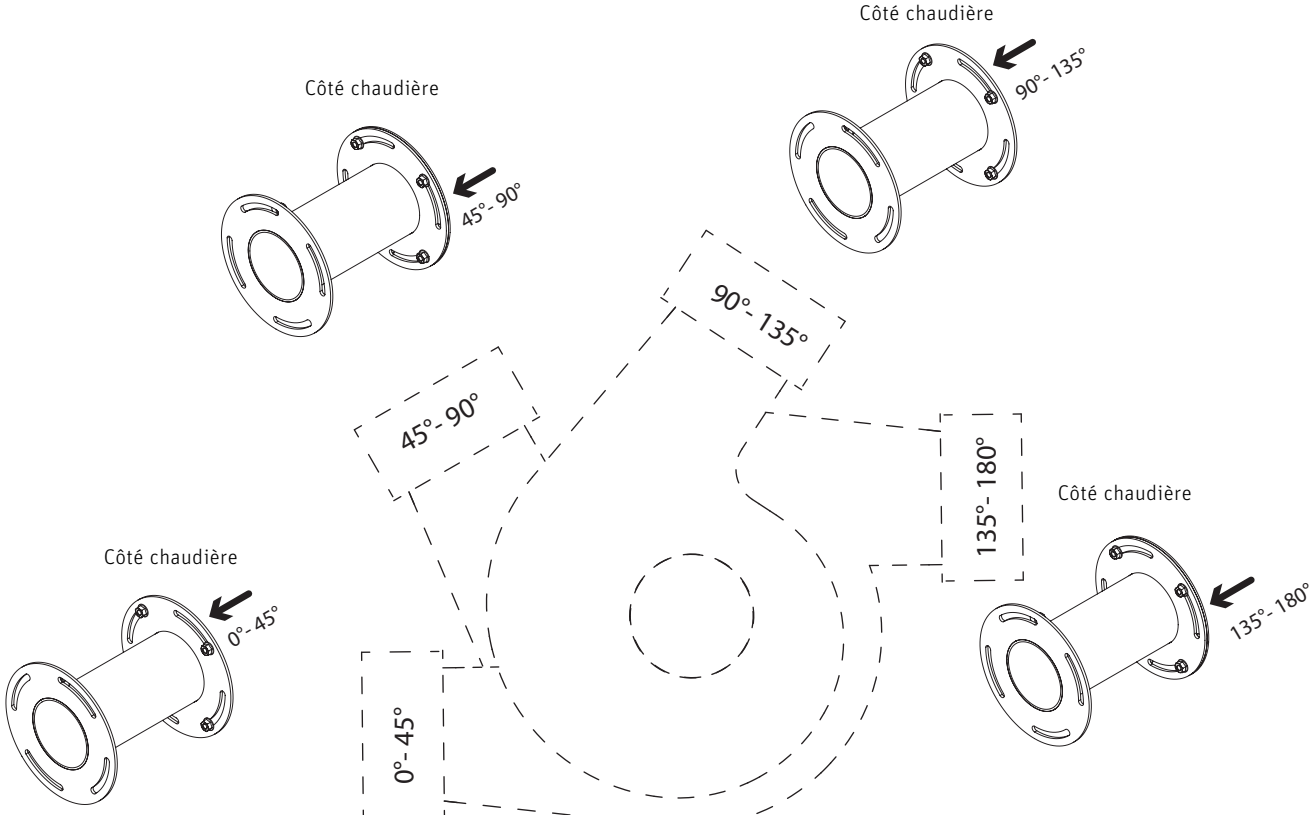
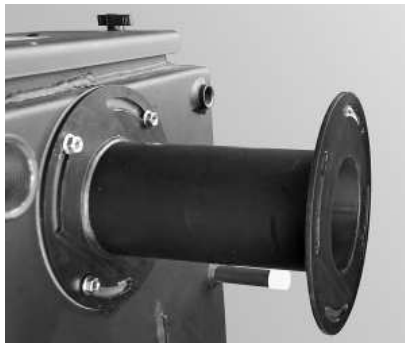

Fig. 24 Montage de l'adaptateur en fonction de l'angle du raccord d'évacuation des fumées
Fig. 25 Adaptateur au niveau de la chaudière (accessoire)
L'adaptateur (accessoire) permet de poser la volute du ventilateur à distance du revêtement – Fig. 25. Le raccord d'évacuation des fumées est réglable en continu de gauche à droite – Fig. 24.
– Fixer l'adaptateur sur la chaudière comme indiqué sur la Fig. 24 avec le joint et 4 écrous M8, en positionnant les trous oblongs en fonction de l'angle du raccord d'évacuation des fumées souhaité – Fig. 24, Fig. 25.